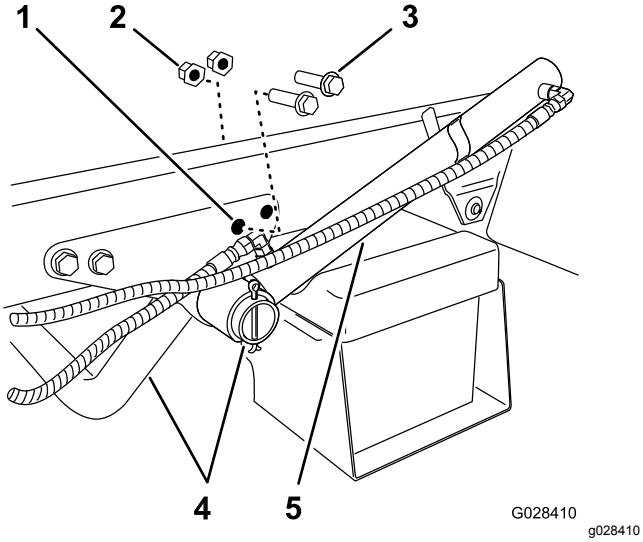

Figur 8
1. Ta bort de två bakre flänsskruvar och de två flänslåsmuttrar som håller fast motorrörets stödfäste på maskinens ram (Figur 8).
2. Vrid lyftcylindern tills du kommer åt att montera låsfästet för tankplattformen (Figur 8).